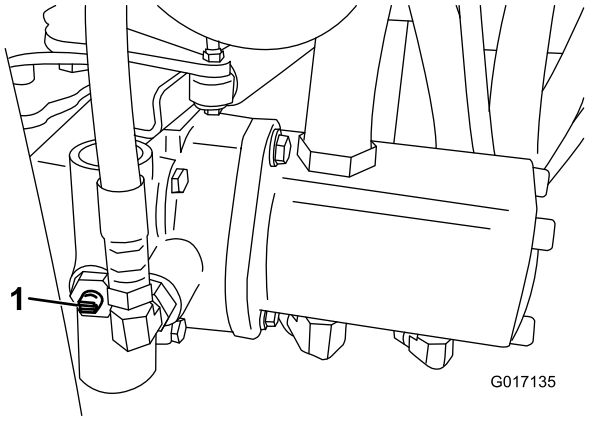

Figuur 31
1. Ga naar de omloopklep op de pomp en draai deze zodat de sleuf verticaal staat (Figuur 31).
2. Voordat u de motor start, moet u de omloopklep sluiten door deze zo te draaien dat de sleuf horizontaal staat (Figuur 31). U mag de motor niet starten als de klep open is.